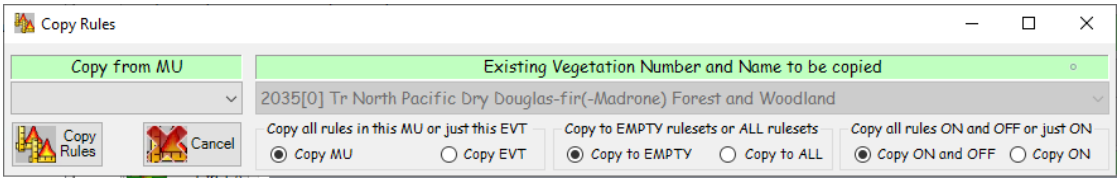

***Figure 6-12**. The **Copy Rules** dialog box.*
The following **Copy Rules** dialog box will open (Figure 6-12).
- Use the drop-down menu at the top left of the **Copy Rules** dialog box to select a MU (Management Unit) to copy *from* (Figure 6-12).